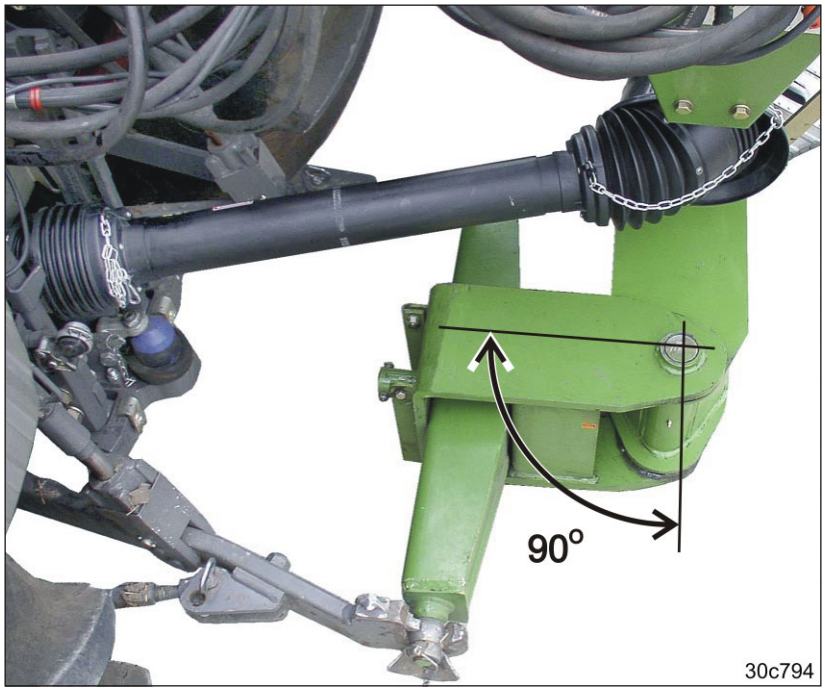

Fig. 119
4. Bring langsomt traktoren og maskinen i 90° kurveposition (se Fig. 119). Afbryd proceduren, hvis der er risiko for kollisioner.